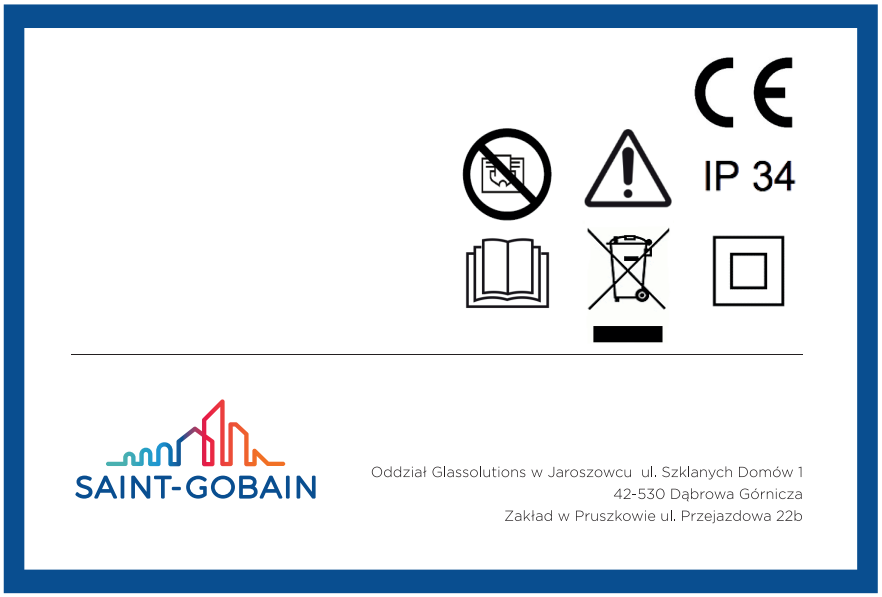

Rysunek 9. Przykład etykiety montowanej na kabel
5. Wszystkie etykiety i naklejki muszą być usunięte natychmiast po instalacji - z wyjątkiem etykiety opisującej parametry elektryczne produktu, która jest umieszczona na przewodzie lub na krawędzi szkła (Rysunek 9).